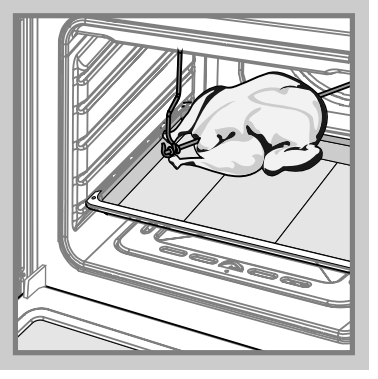

Рис.5
- Насадите на штык кусок мяса или тушку птицы и закрепите его вилками посредством крепежных винтов. Закрепленный на штыке кусок мяса должен находиться точно под грилем (рис. 5).